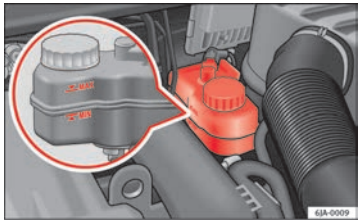

Fig. 120 Engine compartment: Brake fluid reservoir
– Check the brake fluid level in the reservoir ⇒ Fig. 120. It should be between the “MIN” and “MAX” marks.